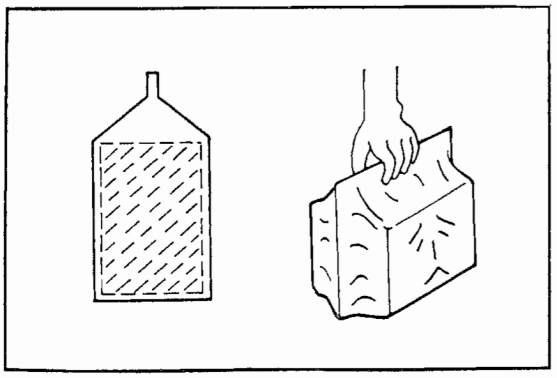

Fig. 5.45
c. However, if upon inspection, the seal is as shown in **Fig. 5.45**, it can be assumed that the seal had been broken and, therefore, the battery should be charged in accordance with **Table 3** after filling with electrolyte.